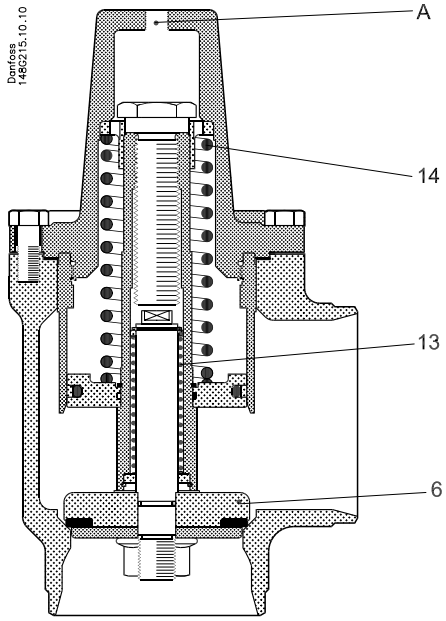

Fig. 1
The spindle is made of gas-tempered steel. Consequently the valve spindle has an extremely hard and smooth surface. The valve rod has an internal weak spring (fig. 1, pos. 13), which is active when the servo piston is in upright position.
The KDC actuator has one chamber. It is separated from the main flow by a piston (fig. 1, pos. 6). The chamber has a spring (fig. 1, pos. 14) which provides differential opening of the valve. The chamber of the actuator is connected to the suction line of the compressor.
On top of the bonnet the actuator has one threaded (NPT 1/4 in.) connection (fig. 1, pos. A) for the pilot line. Fittings for connection of steel pipe DN 10 (d_o/d_i = 10/6 mm) by means of cutting rings. The valve is designed to resist very high internal pressure, but as to the pipe system in general, hydraulic pressure caused by thermal expansions in entrapped refrigerants should be avoided.